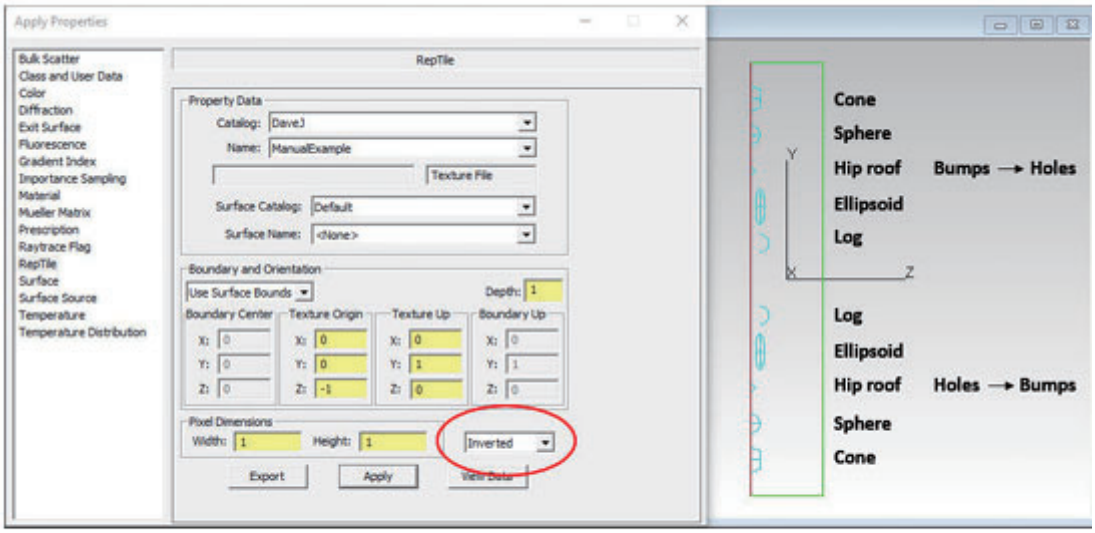

FIGURE 4.38 - Textured RepTile visualization showing the Inverted orientation for a RepTile property that originally contains Holes and Bumps.
- 図 4.38：特徴が反転しているため、向きはテクスチャファイルで指定された通りに反転されます。